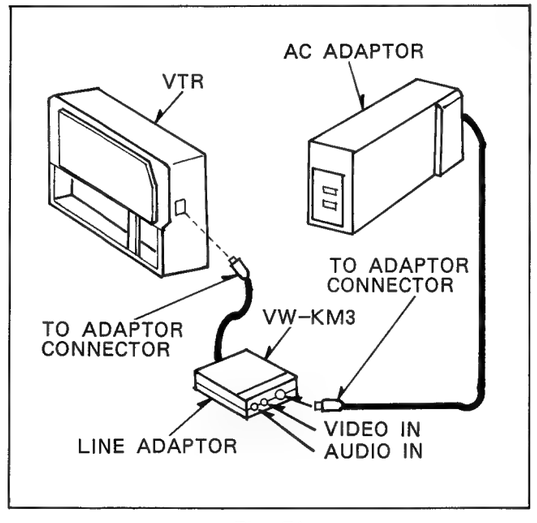

Fig. E1
(2) Connect the jumper wire between P6011-5 and GND as shown below.
(3) Supply the video signal and audio signal to video section by using the Line Adaptor (VW-KM3) as shown Fig. E1.